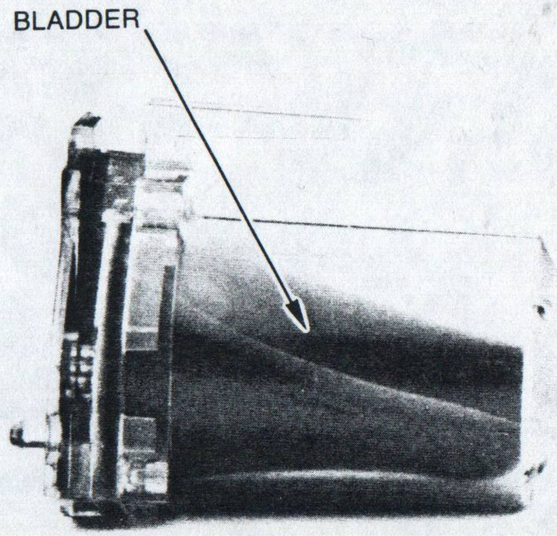
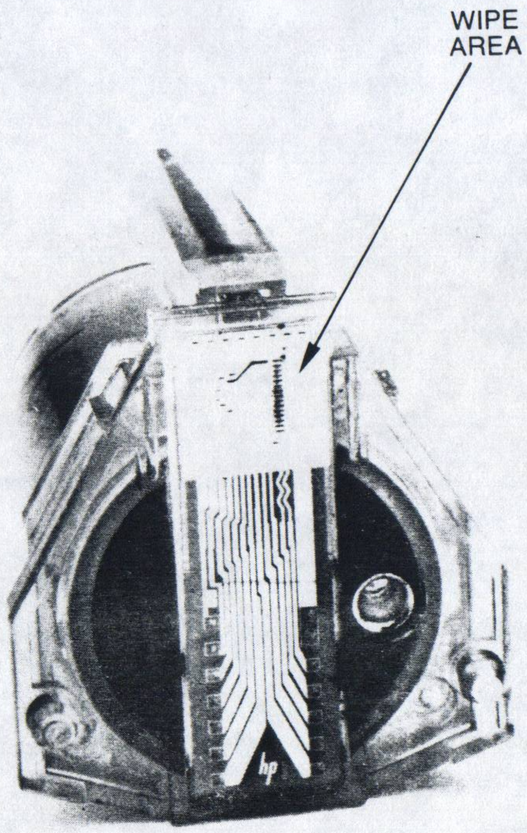
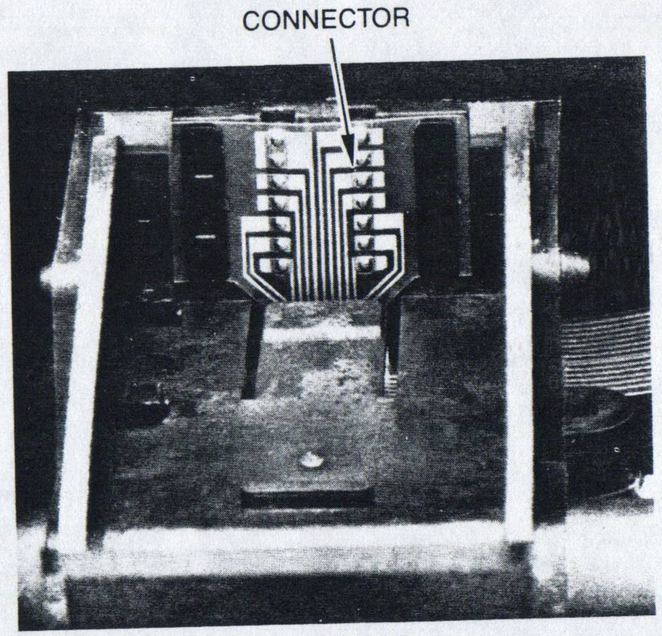

Figure 4-1 Empty Cartridge
Figure 4-2 Wipe Area
Figure 4-3 Carriage Electrical Connector
7. Print quality is poor, rows of dots are missing from printouts, or the carriage moves but produces no print.	• Ensure that there is sufficient ink in the cartridge by viewing the bladder. If the bladder is collapsed, replace the cartridge (see Figure 4-1). • Ensure that the carriage latch is fully closed (see page 1-5). • Ensure that you are using a recommended ink jet paper. • Wipe the face of the print head using a tissue to remove any accumulated dust (see Figure 4-2). If the print head cartridge has not been used for a prolonged period, moisten the tissue with water before wiping. • Lightly wipe the electrical connector of the carriage using a cotton swab dipped in alcohol (see Figure 4-3). • If the problem continues, replace the print head cartridge.